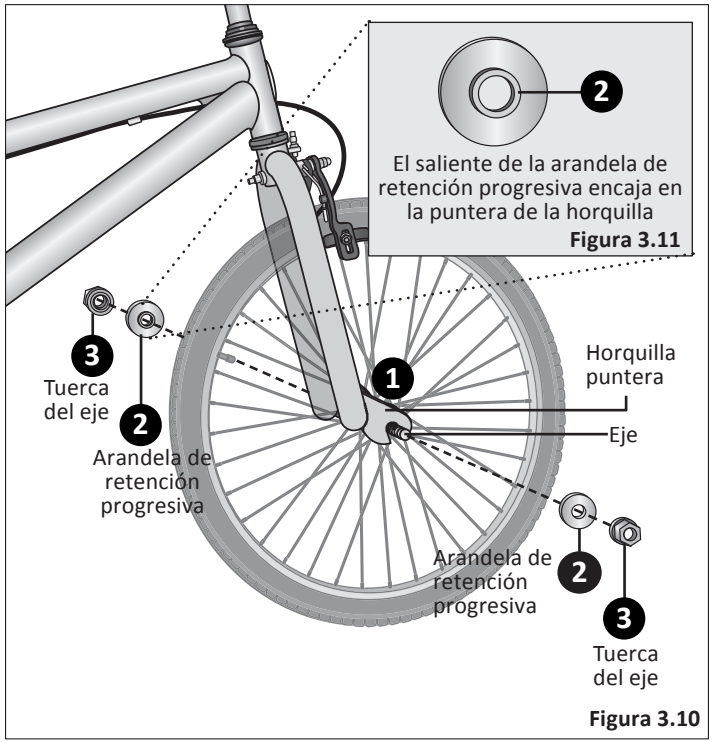

Figura 3.10
1. Coloque la rueda delantera entre las patas de la horquilla delantera con el eje descansando en las punteras de la horquilla. **¡Importante!** Asegúrese de que la rueda esté lo más ***centrada*** posible entre las patas de la horquilla. **Figura 3.10**